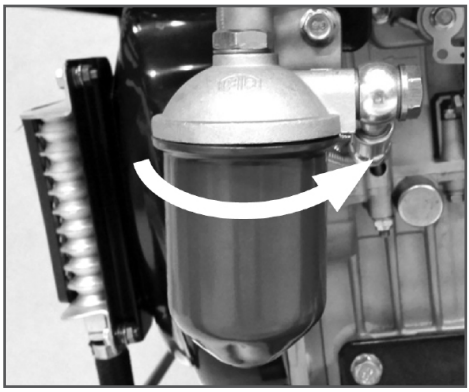

Рис. 22 Замена топливного фильтра
3. С помощью съемника открутите фильтр (Рис. 22).